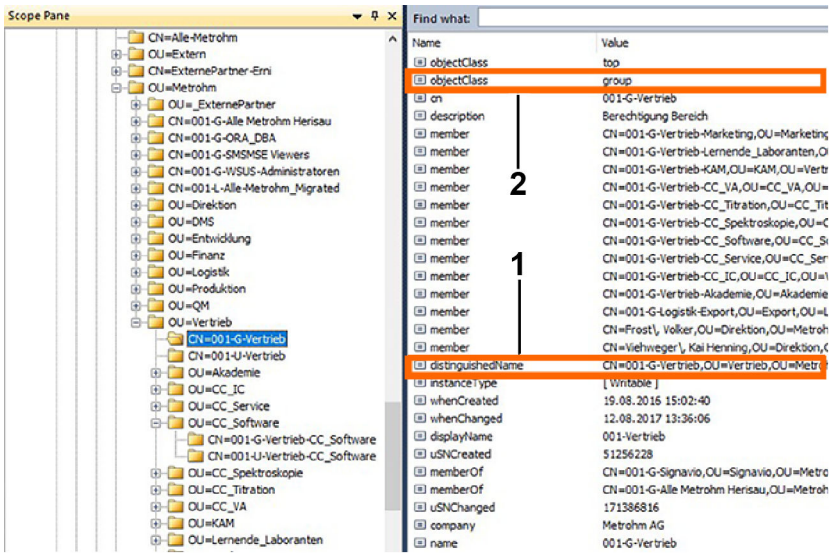

Abbildung 1 Beispiel für LDAP Browser
Die ausgewählte Synchronisationsgruppe *(siehe Abbildung 1, Seite 26)* muss die **Elterngruppe** sein. Alle später zugeordneten Gruppen *(siehe Abbildung 1, Seite 26)* müssen als Untergruppen **childs** der ausgewählten Synchronisationsgruppe aufgenommen werden.
- Im **LDAP Browser** nach der Benutzergruppe suchen, die verbunden werden soll *(siehe Abbildung 1, Seite 26)*.